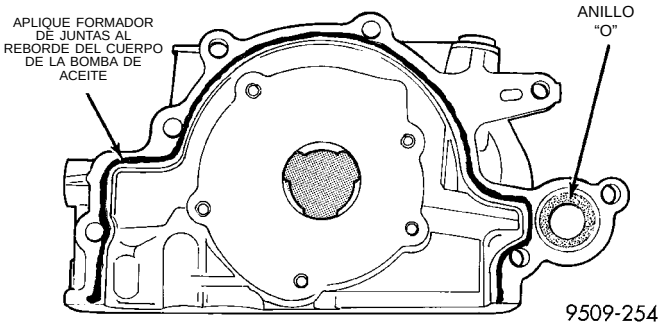

Fig. 75 Sellado de la bomba de aceite
(1) Asegúrese de que todas las superficies estén limpias y no tengan aceite ni tierra.
(2) Aplique formador de juntas Mopar en la bomba de aceite, tal como se muestra en la (Fig. 75). Instale